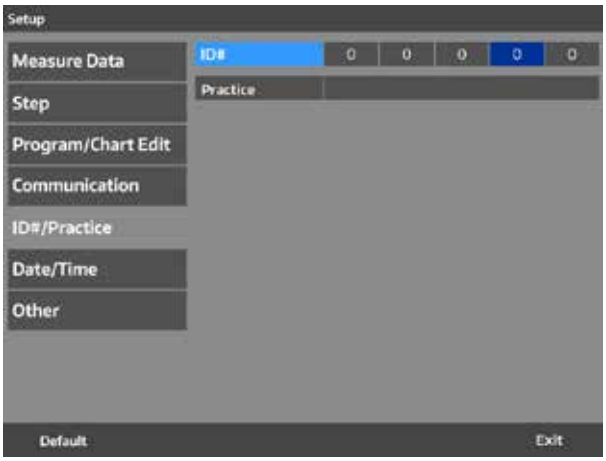

Figure IS-44 Menu Paramètres
Chaque fois que le système SightChek est mis sous et hors tension, le nº d'ID du patient est réinitialisé. Utiliser cette case pour modifier le nº d'ID par défaut du patient. Se reporter à la Figure IS-44.
1. Appuyer sur **CABINET** pour accéder à l'écran de modification du texte. Se reporter à la Figure IS-44.